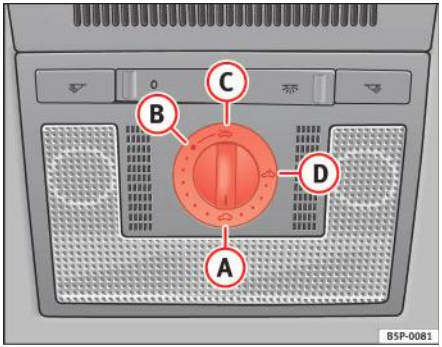

Fig. 68 Descrierea capitonajului: buton rotativ pentru trapa glisantă/rabatabilă
– Rotiți butonul rotativ în poziția (A) ⇒ fig. 68 ⇒ ⚠.